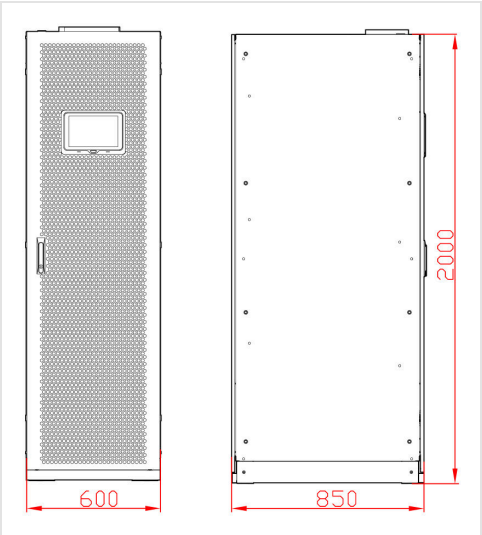

FIGURE 3-6 Cabinet size, mm (600 × 850 × 2,000)
1. Choose the location from the cabinet size (Figure 3-6) and the clearances (Section 3.4).